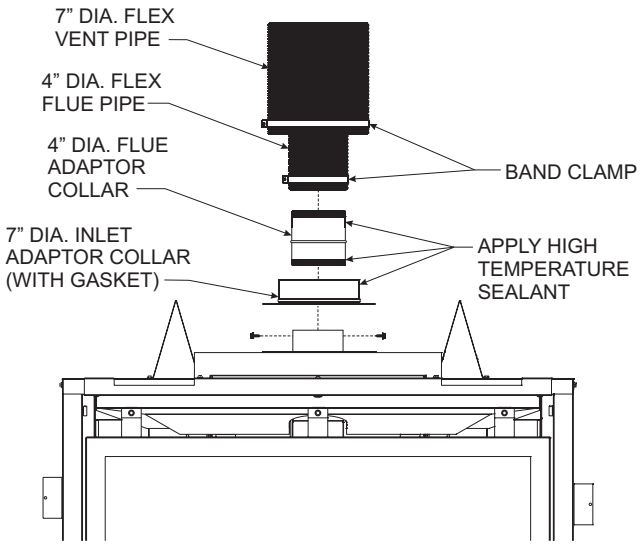

**Figure 34**
17. To attach the vent connections at the fireplace, be sure the 7” diameter adapter collar has been installed per step 3. Apply a bead of silicone sealant to the 4” diameter flex connector, then slide the flex pipe adapter collar into the fireplace flue collar and secure by installing a minimum of two (2) screws through the flue collar and into the adapter. **See Figure 34.**
18. Apply sealant to the 7” diameter adapter collar, slide outer flex vent over the collar, then secure with a 7” diameter band clamp. **See Figure 34.**